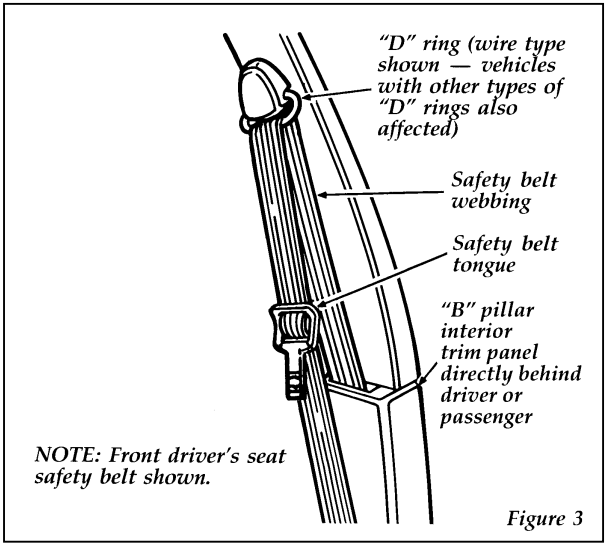

Figure 3
4. When completed, the safety belt should look like Figure 3.